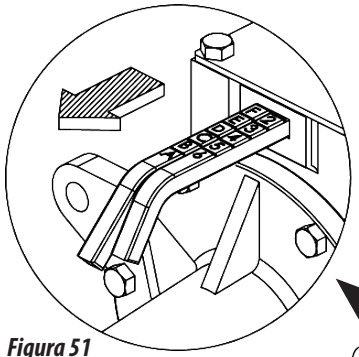

Figura 51
SPEED BOX (FIGURA 51)
1- Elija la cantidad deseada en las tablas y seleccione la combinación correspondiente en las palancas (2). Ejemplo: la posición F2 en la tabla indica que la palanca con letras debe estar en la posición "F" y la palanca con números debe estar en la posición **"2", como se muestra en la figura 51.**